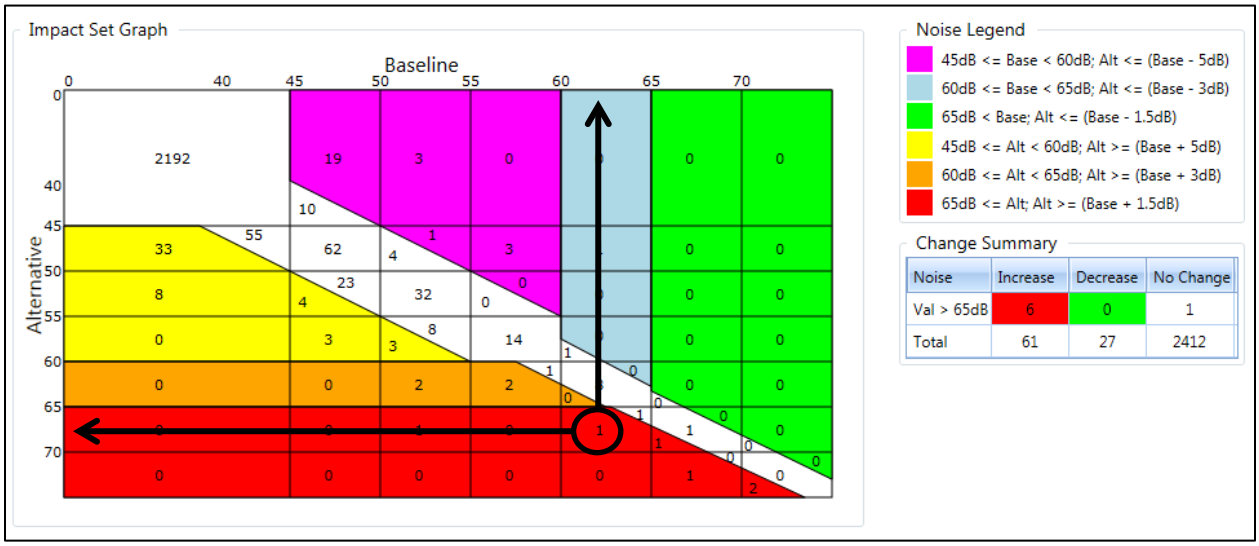

Figure 5-46 Sample Impact Set Graph
2. The color coding of warm (red, orange, and yellow) and cool (purple, blue, and green) colors allows easy reference when there has been a reduction or an increase in noise (Figure 5-46).
3. Example (Figure 5-46):